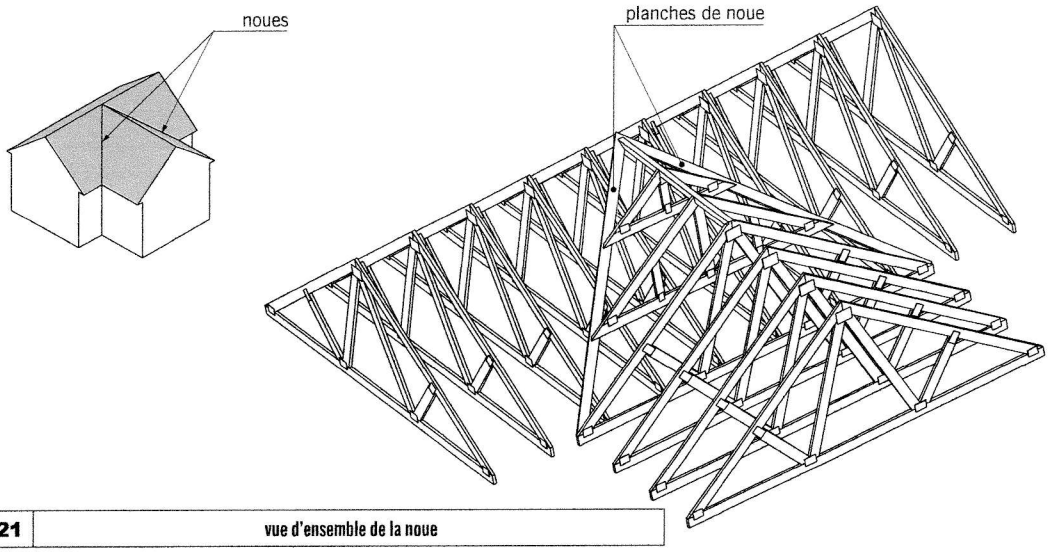

fig. 5.21 | **vue d'ensemble de la noue**
■ La **noue** (fig. 5.21) : arête d'intersection de deux versants de toiture se coupant à angle rentrant. En charpente industrialisée (fermettes), l'angle rentrant est formé par la mise en place de fermettes de taille décroissante.